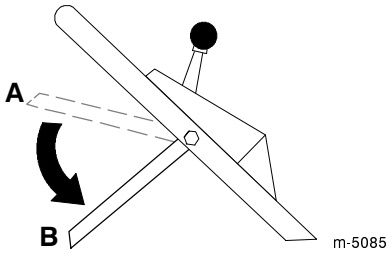

Figure 16
10. Release the control bar; refer to position *B* in Figure 16. You should hear a “bang.” The blade should stop in three seconds.
2. Move the control bar down to its lowest position (Position *B* in Fig. 16).